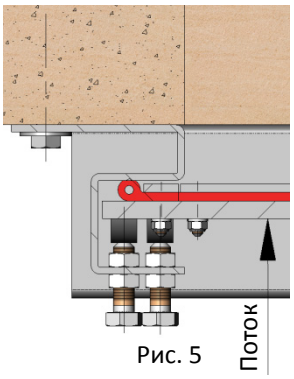
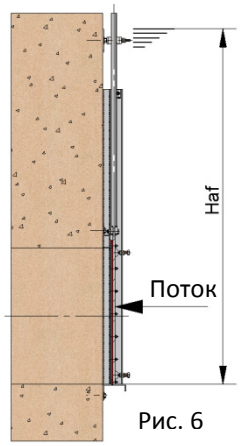

Рис. 5
Рис. 6
- ОДНОНАПРАВЛЕННЫЙ (ПРЕДПОЧТИТЕЛЬНЫЙ ВАРИАНТ УСТАНОВКИ): (Рис. 5 и Рис. 6)